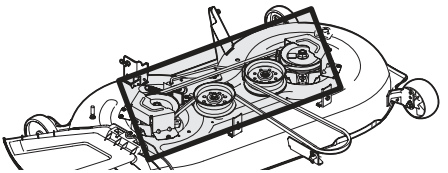

Fig. 33
- Limpie la parte de arriba de la plataforma del tractor, debajo de las cubiertas del husillo y el área de la correa (Fig. 33).